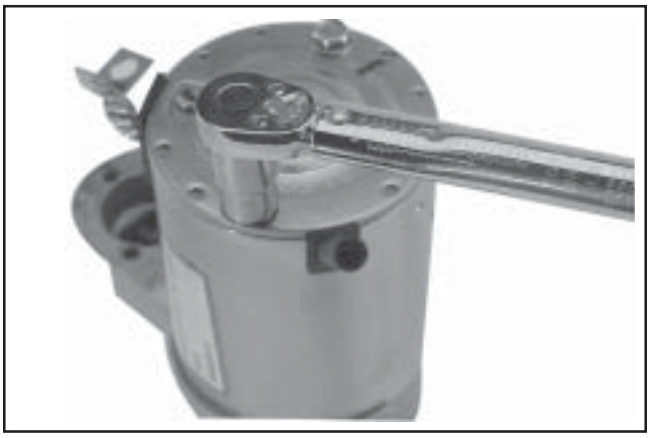

Figure 8-71. Torquing Thru Bolts.
12. Install the two thru bolts, and the two brush holder mounting screws. Torque the thru bolts to **5.6-9.0 N·m (49-79 in. lb.)**. Torque the brush holder mounting screws to **2.5-3.3 N·m (22-29 in. lb.)**. See Figures 8-71 and 8-72.